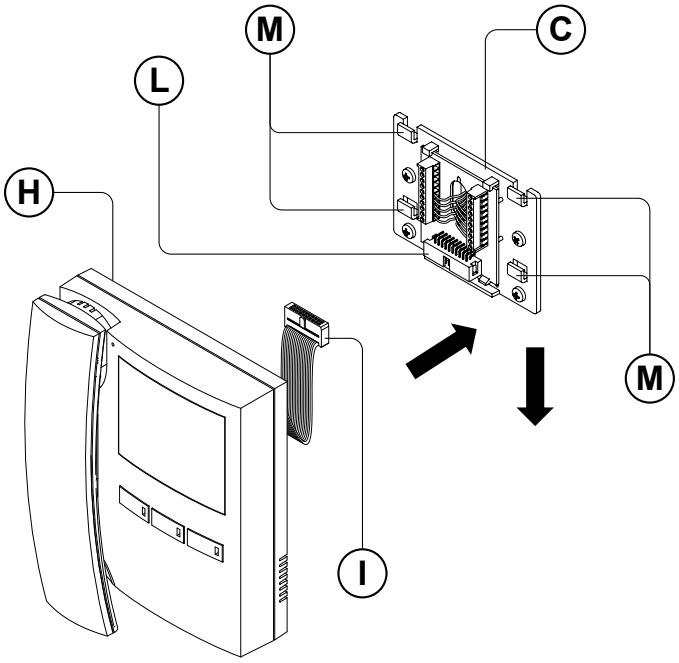
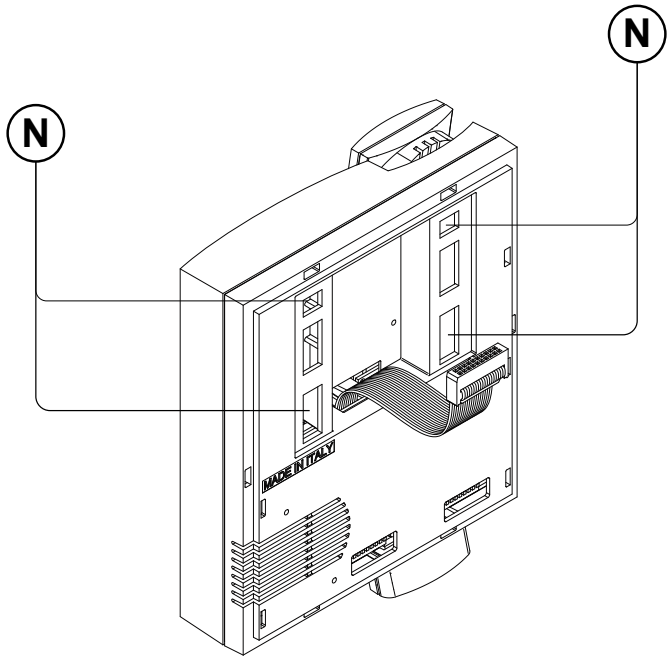

Fig. 4
Fig. 5
7. Place the videophone **H** against the 4 hooks **M** on the mounting plate **C** (in line with the 4 openings **N** on the rear side of the videophone **Fig. 5**) and push down as suggested by the pointers in **Fig. 4**, the videophone will lock into place;